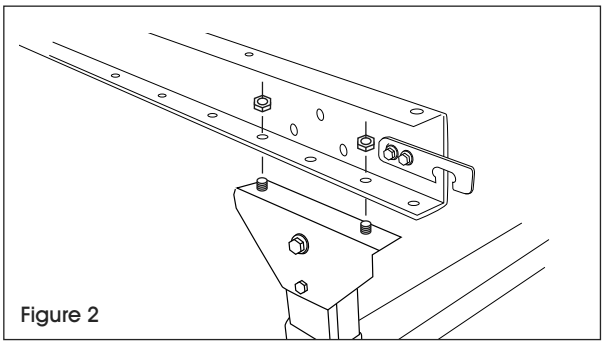

Figure 2
2. **Boulonnage de deux pieds de soutien en H à un cadre de convoyeur :** Positionnez les pieds de soutien en H à l'extrémité du cadre de convoyeur. Fixez les boulons à travers le convoyeur et le pied de soutien en H. (Voir Figure 2)